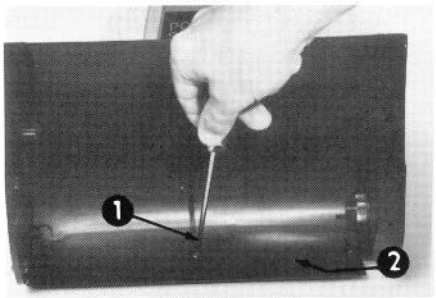

Abbildung 14
2. Die drei Schrauben und Sicherungsmuttern, die die Schürfleiste in Position halten, entfernen. Schürfleiste abnehmen (Abb. 14).